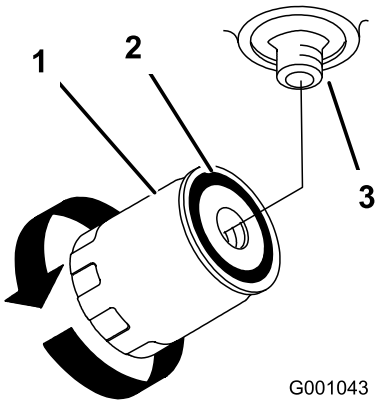

**Figur 77**
4. Påfør et tynt lag med hydraulisk væske på gummipakningen på det nye filteret (Figur 77).
7. Fyll på den hydrauliske tanken med hydraulisk olje til oljen flyter over filteret og drei deretter oljefilteret med klokken inntil gummipakningen er i kontakt med filteradapteren. Stram deretter til filteret med ytterligere 1/2 omdreining (Figur 77).